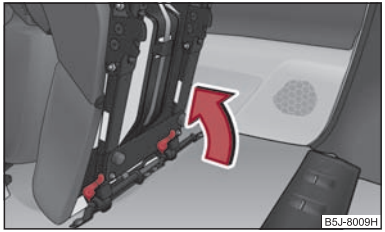

Fig. 54 Locking the seat
- Lock the seat at the end of the guide ⇒ fig. 54. ■
- If the seat is removed, first of all position it on the guide and lock the seat ⇒ fig. 54. Check for yourself that the seat is correctly locked by pulling it up.